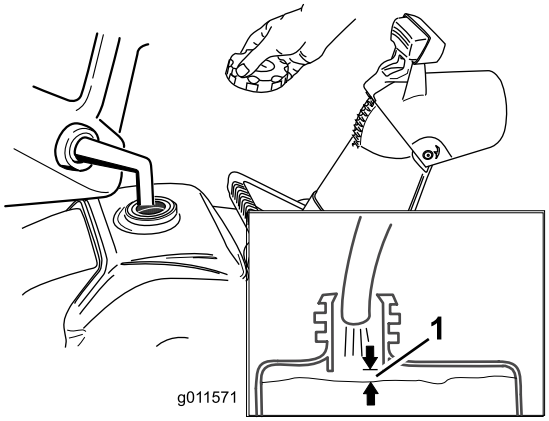

Rysunek 13
1. Uważaj, aby nie napełnić nadmiernie zbiornika paliwa (patrz Rysunek 13) i pewnie dokręć korek.